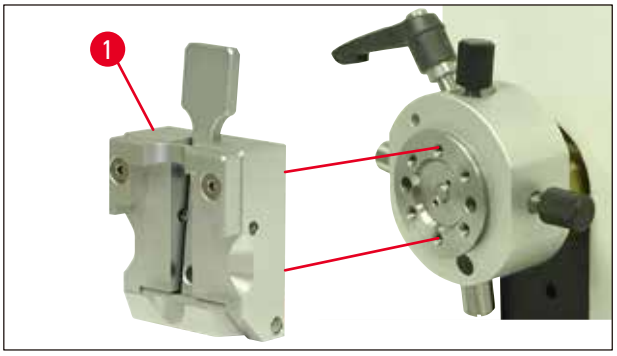

**Abb. 11**
4. Objektklammer (→ Abb. 11-1) wie gezeigt (→ Abb. 11) auf die Probenhalteraufnahme aufsetzen und mit den beiden Schrauben (→ Abb. 10-4) befestigen.